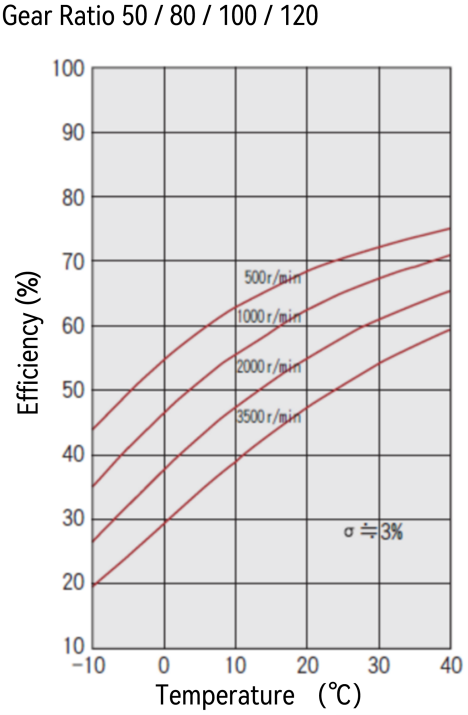

Figure 26-13 Efficiency at Rated Torque
(1) eRob Torque Constant (The transmission efficiency is usually 50%~70%; see Figure 26-13.)
η_t	The efficiency of SWG transmission. (as shown in Figure 26-13).